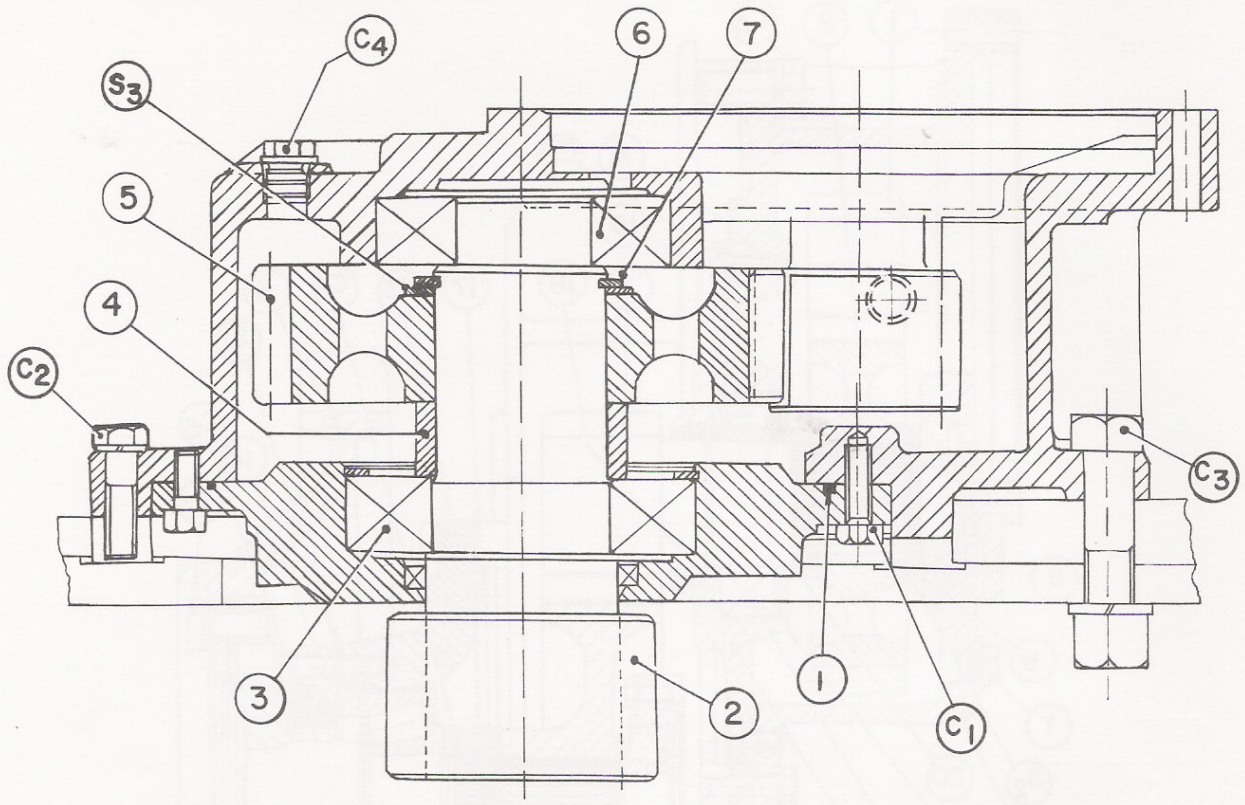

Fig. 22 - SEÇÃO DO REDUTOR DE ROTAÇÃO
REDUTOR DE ROTAÇÃO (FIG 22)
REDUTOR DE ROTAÇÃO (fig. 22)
Montar o grupo redutor guiando-se pela fig. 22 e observando o seguinte:
- Colocar a tampa porta rolamento na caixa fazendo coincidir as marcas efetuadas na desmontagem e fixa-la com os parafusos (C1) fig. 22. Cobrir com adesivo de vedação as extremidades roscadas dos parafusos.